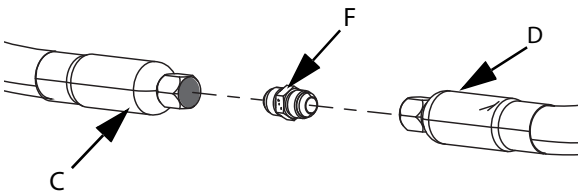

RYS. 20
6. W przypadku wykorzystywania dwóch węży zasilających (C i D), 1 wąż zasilający należy podłączyć do złącza 2 węża zasilającego (F), a następnie do 1 węża zasilającego (C) i 2 węża zasilającego (D). Patrz RYS. 20.